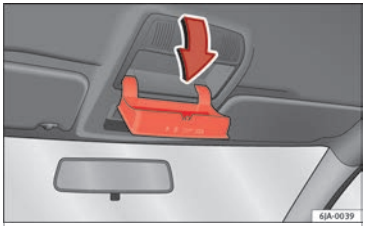

Fig. 158 Close-up of roof panel: storage compartment for eyeglasses.
– Press the compartment lid and it will drop down ››› **Fig. 158**.